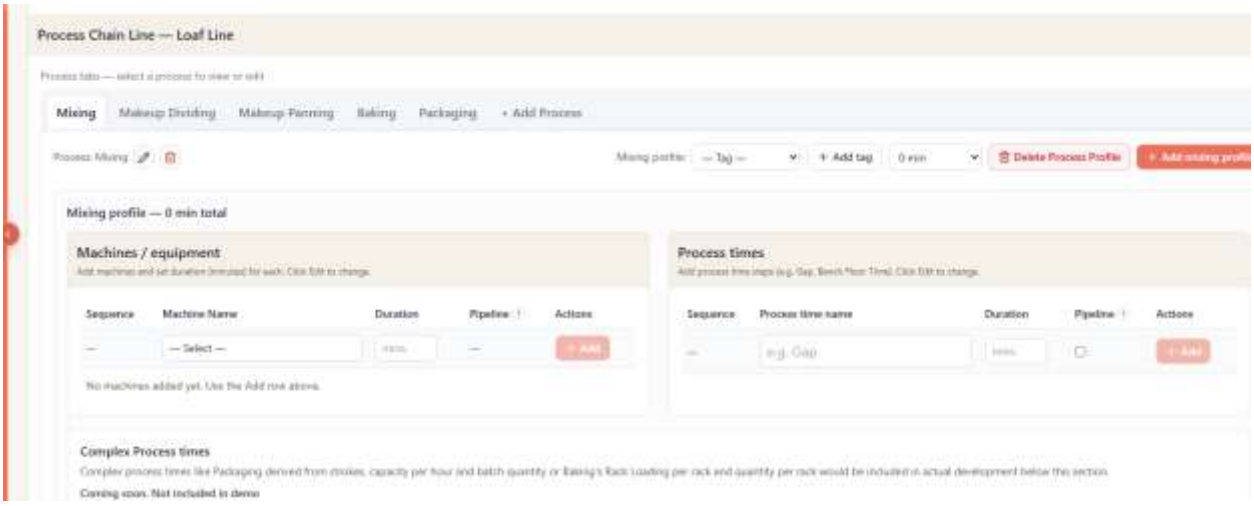

Figure 33: Production Page, Added New Process Profile of Mixing
Step 7: Still inside the Production Page & create a Process Profile inside each of the Processes Tab created from Process Chain Line (per Process) step 5-6, by clicking "Add name_of_process profile" button in the right-side corner of the Tab. Then, Mixing Profile will appear having 2 sections of it namely Machines/Equipment card and Process times card as seen in Figure 33. The **goal of this step is to create Process Timing Profiles for each Process of the Process Chain Line (per Process) that the Product in the Recipe Page** can refer to in order to create a Production Schedule based of profile created Product in the **Scheduling Page.**